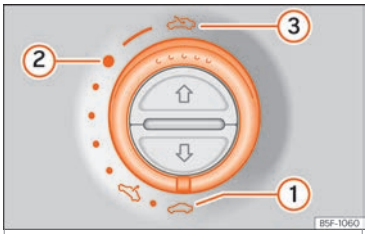

Fig. 15 On the internal cover of the roof: rotate the button to open and close.
- Open: turn the switch to position ››› Fig. 15 ③.
- Comfort position: turn the switch to position ››› Fig. 15 ②.
- Close: turn the switch to position ››› Fig. 15 ①.